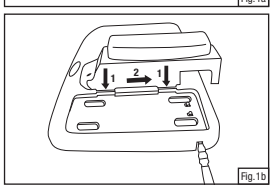

Fig.1b
- Chargeur pour quatre piles TR-944N 3M™^MC : Insérer le support de charge TR-340 3M™^MC dans l'un des ports du chargeur TR-944N et le faire glisser pour le verrouiller en place (Fig. 1b). (**REMARQUE :** Lorsque l'on utilise le chargeur pour quatre piles, le cordon d'alimentation TR-941N n'est pas branché au support TR-340.) Brancher le cordon d'alimentation c.c. fourni avec la trousse dans la base du chargeur pour quatre piles. Brancher le